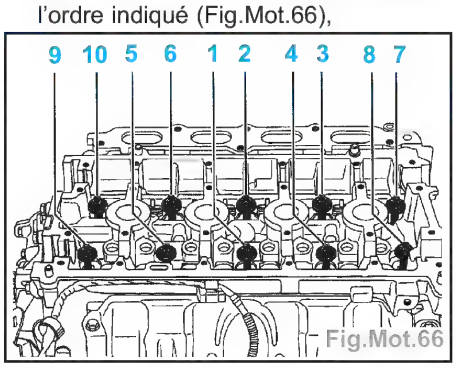

Fig.Mot.66
- serrer toutes les vis à 2 daN.m dans l'ordre indiqué (Fig.Mot.66),